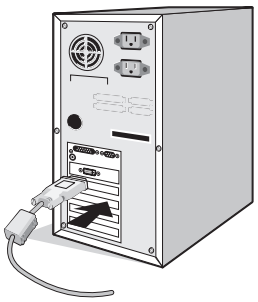

Figure A.1
2. **PC avec sortie numérique DVI :** Branchez le câble de signal DVI au connecteur de la carte graphique de votre système (**Figure A.1**). Serrez toutes les vis.